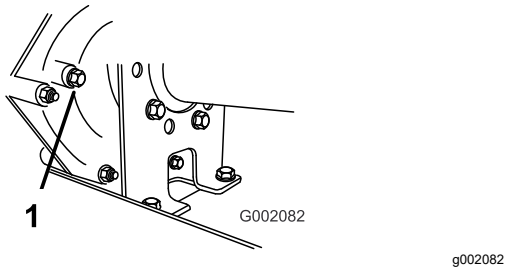

Figuur 58
2. Verwijder de bout uit het peilgat (Figuur 58).